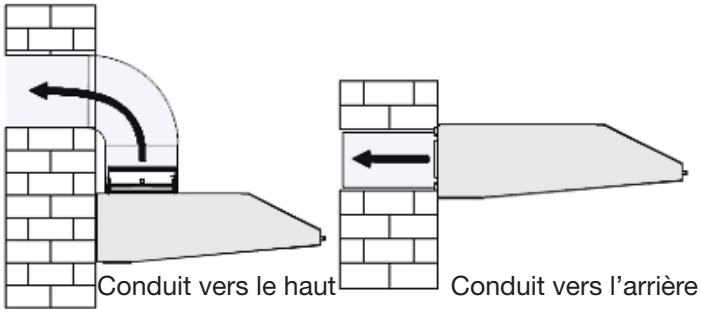

Figure 15
- Les schémas ci-dessous illustrent les dimensions de montage du conduit de 750 mm (30 po). (Figure 15)